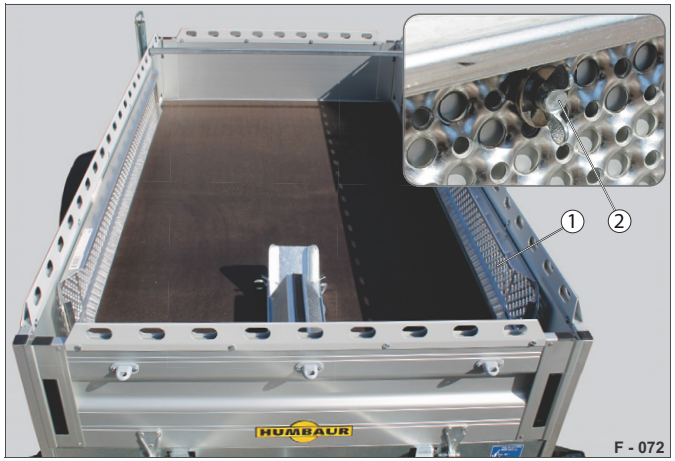

Abb. 75 Příklad: HA-Allrounder, nájezdové kolejnice zajištěné
▶ Umístěte nájezdové kolejnice (Abb. 75/1) na postranní bočnice.
▶ Zajistěte nájezdové kolejnice křídlovými maticemi (Abb. 75/2).